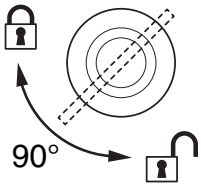

Bild 5: Schnellverschlüsse
3. Siehe Bild 5. Drehen Sie beide Schnellverschlüsse um 90° gegen den Uhrzeigersinn, um sie sicher zu verriegeln.